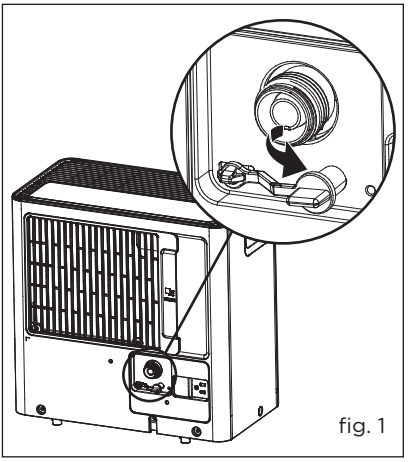

fig. 1
b. Retirez le bouchon d'évacuation d'eau de la sortie de vidange arrière de l'appareil (fig. 1).